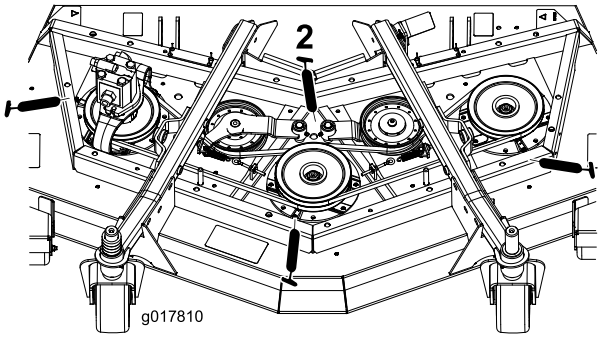

Figur 39
- 3 spindelaxellager – sitter under skivan (Figur 39)
- 2 vridfästebussningar för mellandrevsarmen (Figur 39)